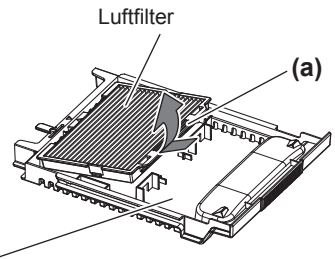

Abb. 3
**3) Entfernen Sie den Luftfilter aus dem Luftfiltergehäuse. (Abb. 3)**